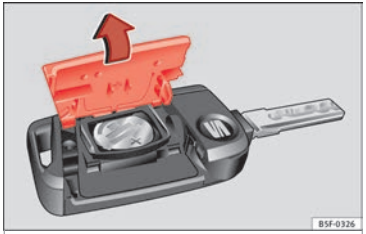

Fig. 125 Vehicle key: opening the battery compartment
- Remove the cover from the back of the vehicle key ››› Fig. 125 in the direction of the arrow ››› ❗.
- Fit the cover as shown ››› Fig. 125, pressing it onto the vehicle key casing in the opposite direction to that shown by the arrow until it clicks into place.